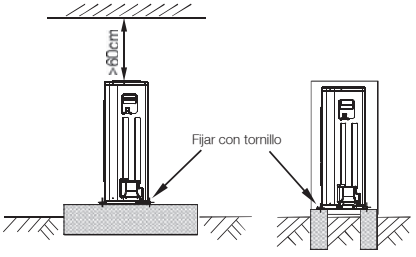

Fig.6-15
- Construya una base de hormigón de acuerdo con las especificaciones para unidades exteriores. (Ver Fig. 6-15).
- Ajuste firmemente con tornillos el pie de esta unidad para evitar que se desplace en caso de terremotos o fuertes vientos. (Ver Fig. 6-15)